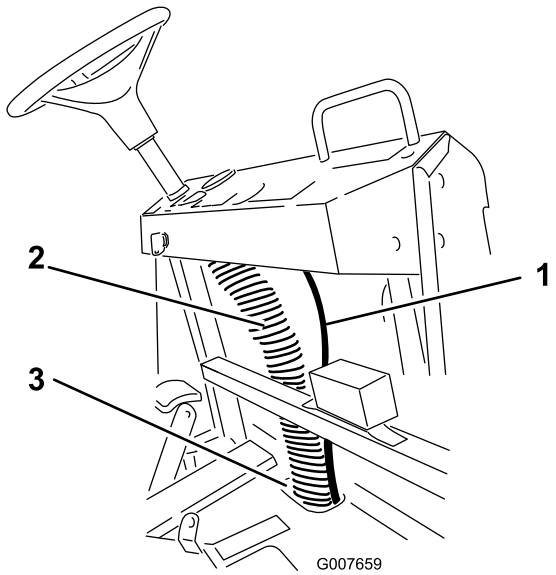

Figura 11
4. Pase la manguera hacia arriba, por detrás del lado derecho del salpicadero (Figura 11).
5. Sujete la manguera a la columna de cableado existente (Figura 11).